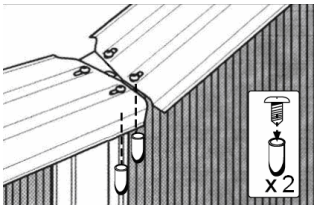

fig. 34
- Colocar los tapones (BU) en los extremos de los tornillos en la parte inferior de los perfiles, fig. 34.